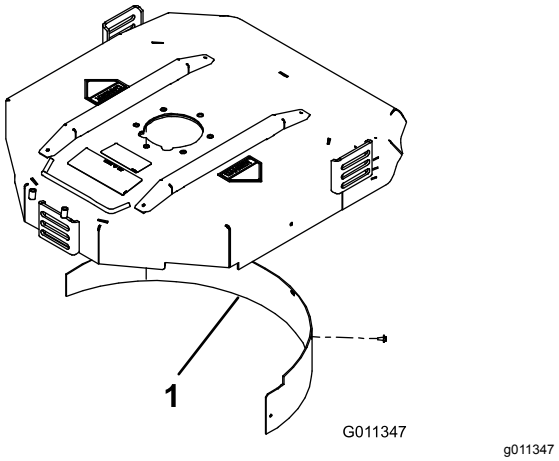

**Figur 10**
2. Montera samlarskärmen i den bakre öppningen och fäst den med fem huvudskruvar med fläns (Figur 10).